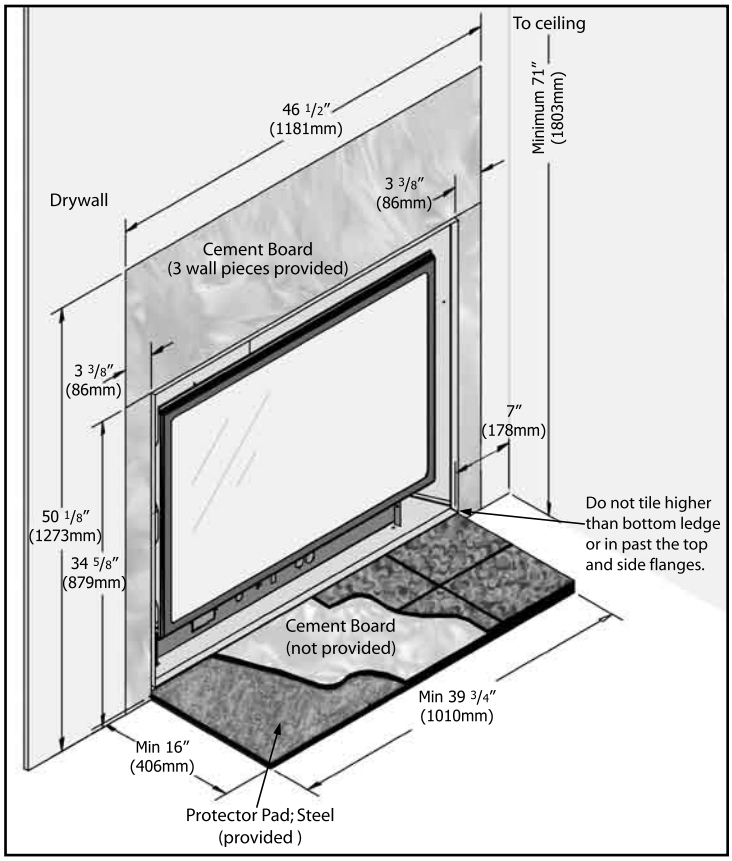

**Figure 15. Floor Level Hearth Requirements With Dimensions Around Opening.**
If the unit is raised 4" (102mm) or less it is mandatory to have a hearth installed with a protector pad (sheet metal) placed directly on the floor or hearth framing, with the cement board (see specs below) on top of it. Tile, or another non-combustible material forms the top layer of the hearth. A decorative trim may be added to the edge of the hearth. The trim can be combustible as long as the hearth extends at least **16" (406 mm)** in front of the fireplace and **1" (25 mm)** on either side of the fireplace opening (see Figure 15). To install the face, it is necessary for the bottom flange of the fireplace opening to overlap or be flush with the tile. If the total thickness of the protector pad, cement board, and finished tile is more than 1½" (38 mm) the fireplace must be raised to accommodate additional thickness.
**TILED FINISH**: Because of the amount of heat exuded by the fireplace, drywall cannot come directly up to the fireplace. Figure 15 shows the minimum dimensions for the cement board. Tile or other non-combustible materials cover the cement board, but do not overlap into the fireplace opening. The total depth of the cement board and the finishing materials should be a minimum of 1" (25 mm) to maximum of 1⅜" (35 mm). The fireplace front will be installed over top of the finishing material.